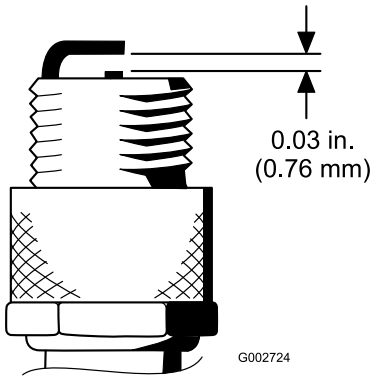

Figur 43
4. Still inn luftgapet mellom midten og siden på elektrodene til 0,76 mm (Figur 43).